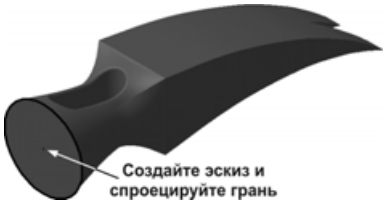

Рис. 6.41
- Оставшиеся построения не вызовут у вас никаких затруднений. Создайте новый эскиз на круглой грани основания и спроецируйте в него эту же грань (рис. 6.41).